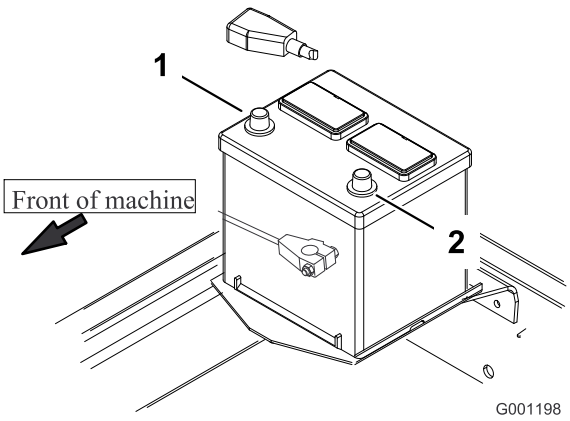

Figuur 11
8. Bevestig de pluskabel (rood) aan de pluspool (+) van de accu en vervolgens de minkabel (zwart) aan de klem van de minpool (–) van de accu (Figuur 11) en schuif het rubberen kapje over de pluspool om kortsluiting te voorkomen.